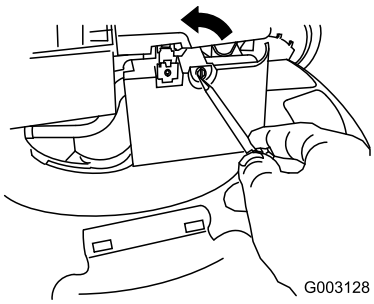

Figur 32
2. Bruk en skrutrekker til å åpne luftfilterdekselet (Figur 32).